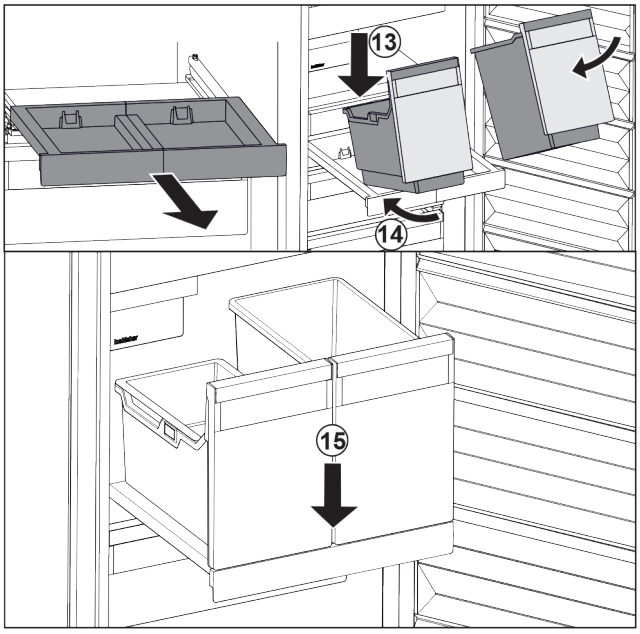

Fig. 145
▶ Bak schuin op het uitschuifplateau plaatsen. *Fig. 145 (13)*
▶ Bak er schuin naar achteren inschuiven. *Fig. 145 (14)*
▶ Bak aan voorzijde neerzetten. *Fig. 145 (15)*